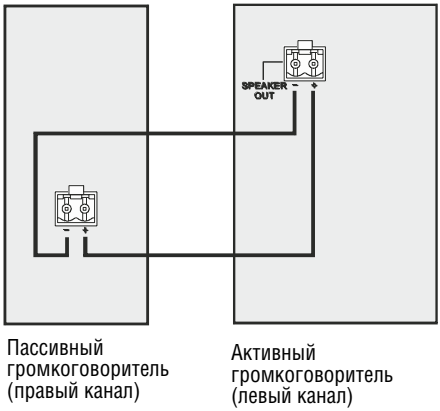

Рис. 4. Соединение пассивного и активного громкоговорителей
1. Соедините пару разъемов «+» и «–» активного громкоговорителя с парой разъемов «+» и «–» пассивного громкоговорителя (см. рис. 4)